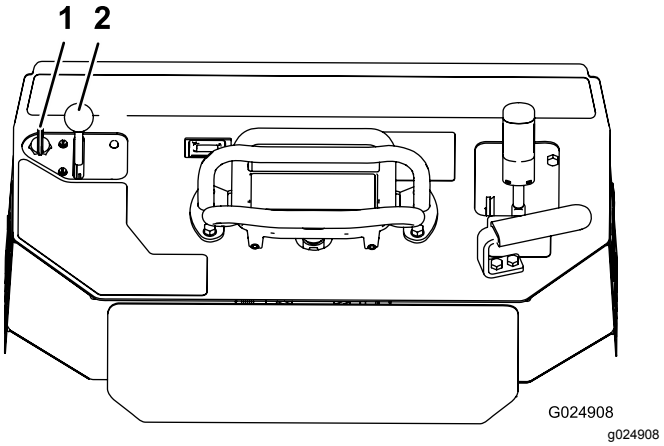

Figuur 18
1. Zet de gashendel halverwege tussen de standen LANGZAAM en SNEL (Figuur 18).
2. Draai het sleuteltje naar de stand AAN (Figuur 18). Laat het sleuteltje los zodra de motor aanslaat.
3. Zet de gashendel in de gewenste stand (Figuur 18).
2. Zet de gashendel in de stand LANGZAAM (Figuur 18).